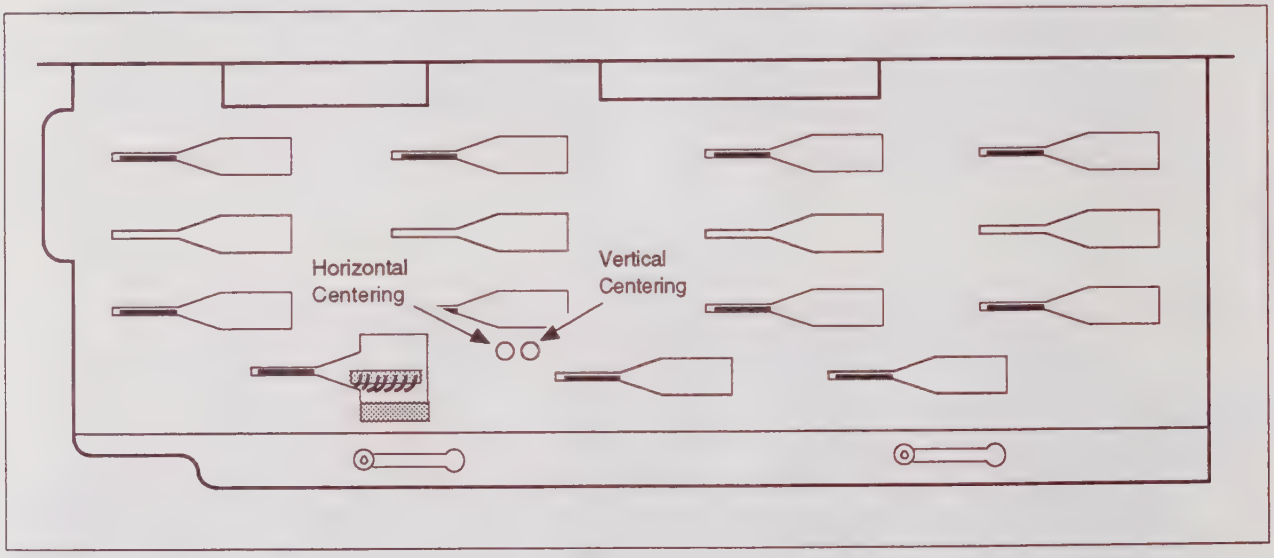

**Figure 4-2. Display monitor centering adjustments.**
4. Check the display's horizontal and vertical centering. If display positioning is not satisfactory (off center or horizontal folded back), adjust the appropriate control (Hor or Vert Centering, located beneath the side retainer plate on the A9 Display Memory board, right side of the VM700A, see Figure 4-2) to align the display on the crt.